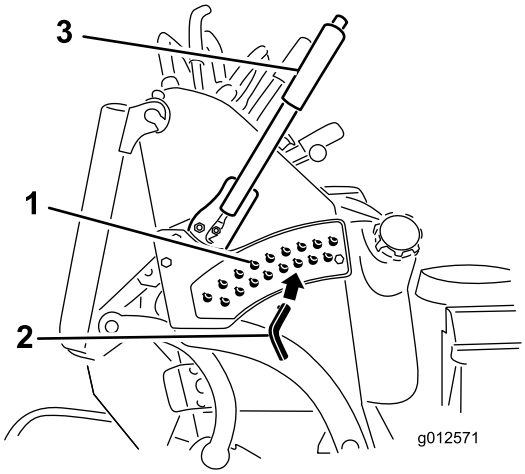

Figuur 28
3. Kies de opening in de maaihoogtebeugel die overeenkomt met de gewenste maaihoogtestand, en steek daarin de pen (Figuur 28).
4. Druk op de knop aan de bovenzijde en breng de maaihoogtehendel omlaag tot aan de pen (Figuur 28).